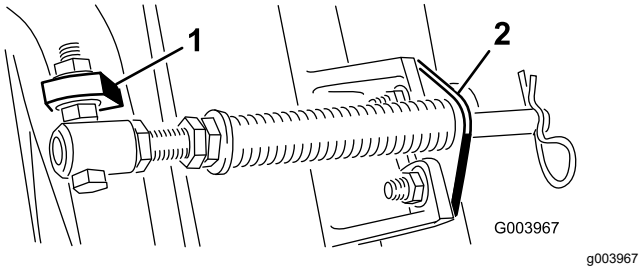

Figuur 5
D. Monteer de stangbeugel aan de lippen op de maai-eenheid met de slotbouten en de moeren (Figuur 5).